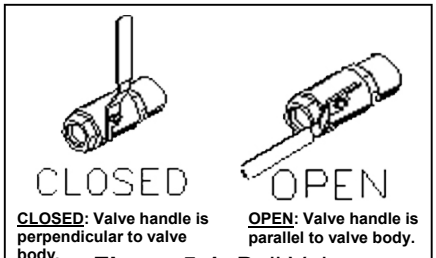

Figure 5-1: Ball Valve
STEP 3: CLOSE THE FOLLOWING VALVES (see Fig. 5-1)